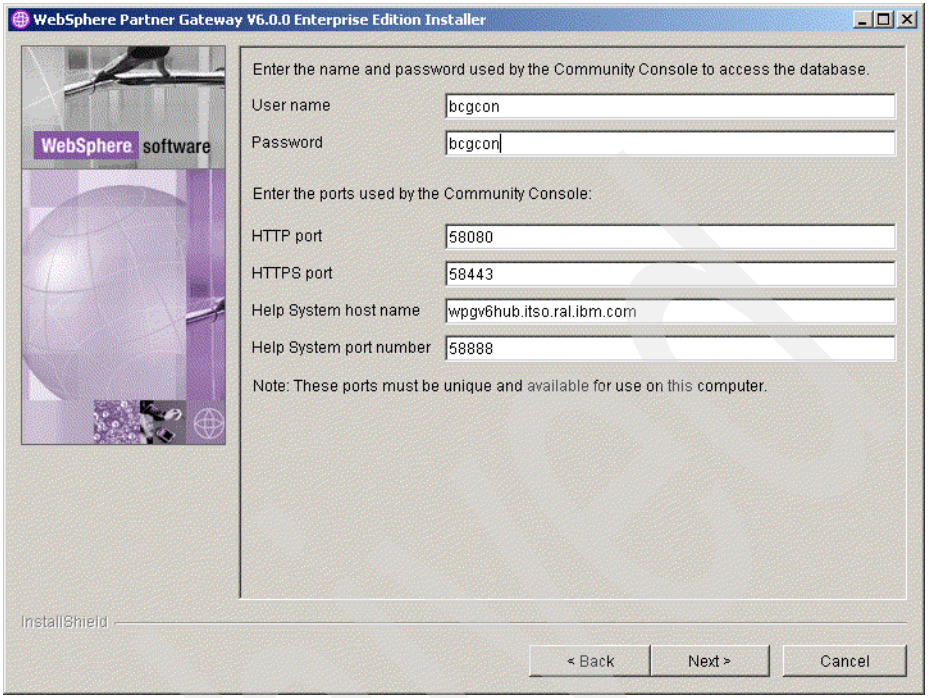

Figure 5-39 Community console access parameters
16. The installation program asks for configuration parameters for each of the three components. Figure 5-39 on page 99 shows these parameters forWebSphere Partner Gateway the Community Console component. A similar step follows for the Receiver and Document Manager components. The parameters are: